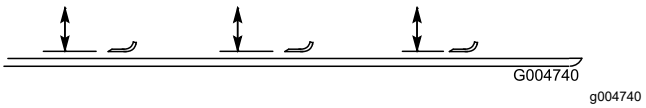

Figuur 142
4. Draai het mes tot de punten naar voren en achteren wijzen, en meet de afstand vanaf de binnenkant van de maai-eenheid tot de voorste snijrand van het mes (Figuur 142).